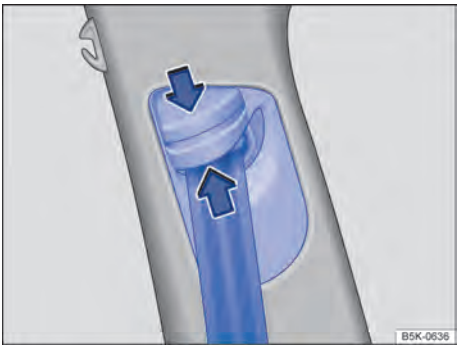

Fig. 35 Junto a los asientos delanteros: regulador de la altura del cinturón de seguridad.
– Presione el dispositivo de reenvío en el sentido de la flecha y manténgalo presionado → fig. 35.